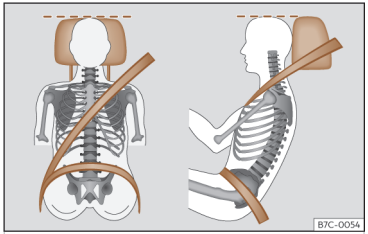

Abb. 18 Richtiger Gurtbandverlauf und richtige Kopfstützeneinstellung.
- Kopfstütze so einstellen, dass die Oberkante der Kopfstütze sich so weit wie möglich auf Höhe des Oberkopfes und so nahe wie möglich in Augenhöhe befindet[1] ››› **S. 131**. Den Hinterkopf so nah wie möglich an der Kopfstütze positionieren ››› **(Abb. 18)**.
- Fahrersitz in Längsrichtung so einstellen, dass die Pedale mit leicht angewinkelten Beinen durchgetreten werden können und der Abstand zur Instrumententafel im Kniebereich mindestens 10 cm (4 Zoll) beträgt ››› **(Abb. 18)**.